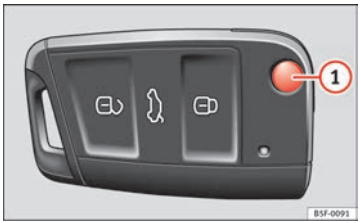
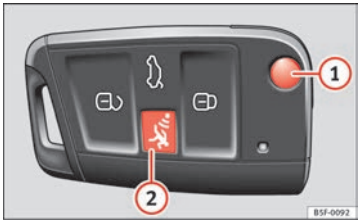

Fig. 45 Chave do veículo.
Fig. 46 Chave do veículo com botão de alarme.
Pressionando o botão (1) ⇒ Fig. 45 ou ⇒ Fig. 46 desbloqueia-se e desdobra-se o palhetão.
- Se pressionar os botões da chave do veículo ⇒ Fig. 45 ou ⇒ Fig. 46, ou um dos botão do fecho centralizado ⇒ Página 94 várias vezes, num breve período de tempo, o fecho centralizado desliga-se por alguns instantes como protecção para a sobrecarga. O veículo encontra-se destrancado. Tranque o veículo, se for necessário. ■